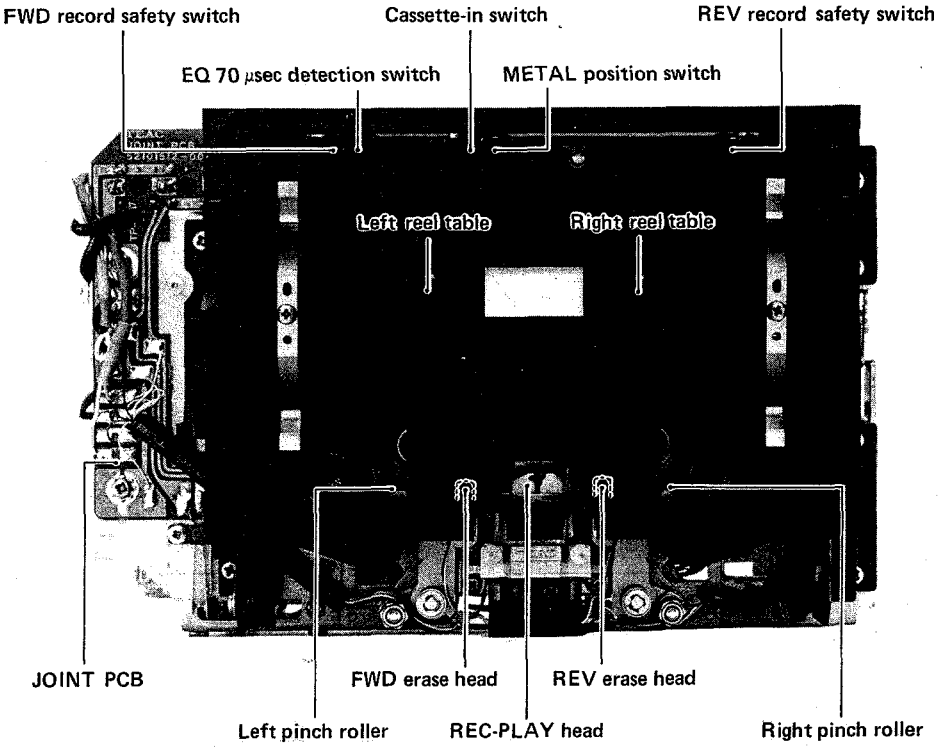

Fig. 3-2 Transport front view トランスポート前面図
1. While pushing up the cassette-in switch with the cassette holder shut (Fig. 3-2), place in forward play mode. Keep the cassette-in switch pushed up during measurement.
1. カセット・ホルダを閉じた状態で，カセット・イン・スイッチ(Fig.3-2)を上方に押して，FWDプレイ・モードにする。測定中，カセット・イン・スイッチは上方に押し続けること。
* Pushing up the cassette-in switch (Fig. 3-2), place in play mode. Keep the switch pushed up during adjustments.